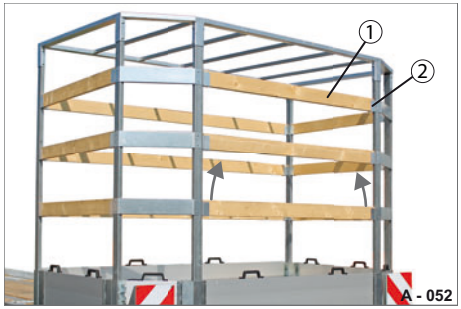

Abb. 44 Einstecklatten aus / -einstecken
- ▶ Stecken Sie die entsprechenden Einstecklatten (Abb. 44/1) aus den Taschen (Abb. 44/2) heraus.